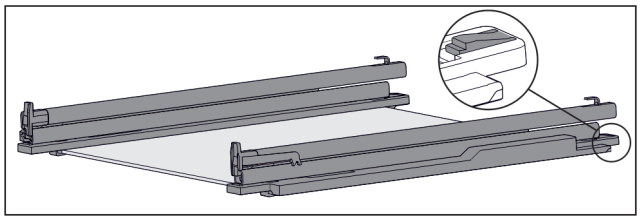

Fig. 197 带轨道和固定件的玻璃隔板
▶ 将固定件后部向下压〔参见 Fig. 197〕，同时向后推轨道。